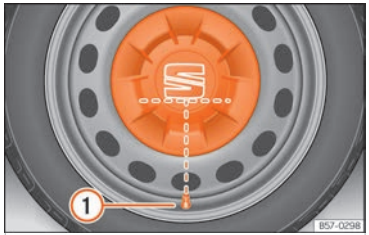

Fig. 223 Correct positioning of the central wheel trim for steel rims.
- Fit the central wheel trim onto the rim. The bottom of the "S" of the SEAT badge should align with the inflation valve ››› Fig. 223 (1).